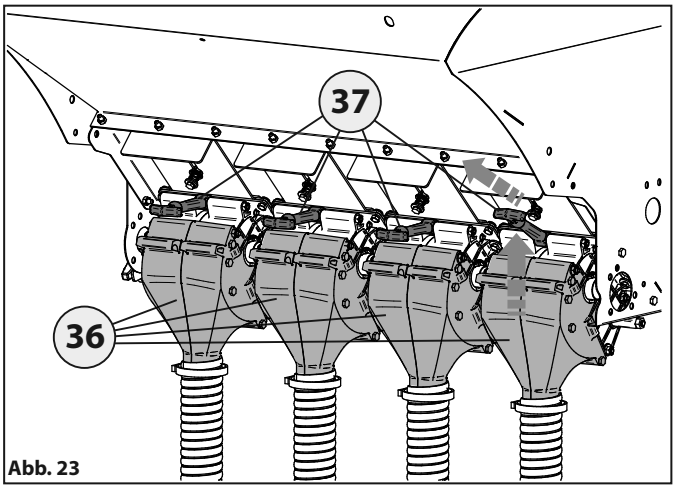
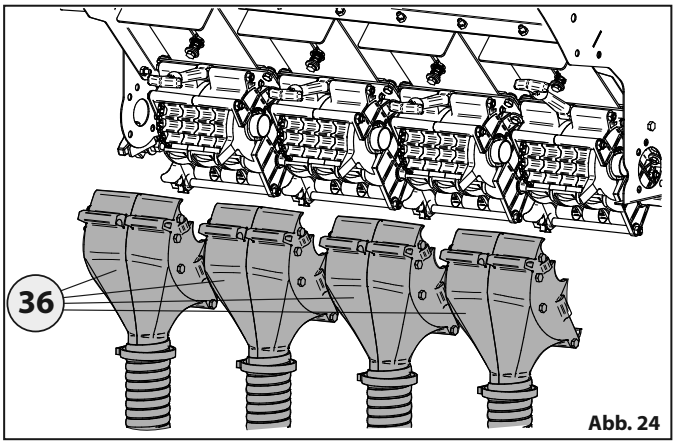

Abb. 23
Abb. 24
- Die Deckel **36** unter Heben und Ziehen des Schließhebels **37** „Abb. 23“ - „Abb. 24“ von den Verteilern entfernen.